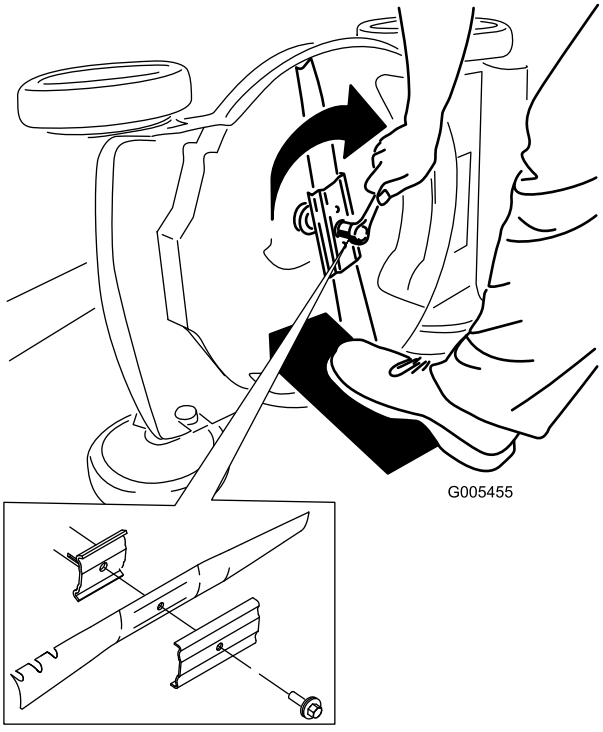

**Figuur 27**
5. Monteer het nieuwe mes en alle bevestigingselementen (Figuur 27).